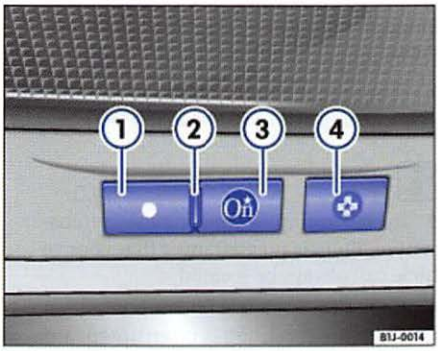

Fig. 3 OnStar services button (blue OnStar button)
– Press the blue [OnStar] button ⇒ fig. 3 (3), and you are connected to an OnStar Advisor.